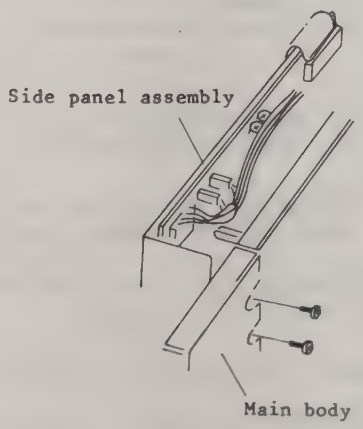

Fig. 4-45 Installing the side panel assembly
2. Install the side panel assembly with the main body as shown in Fig. 4-45.